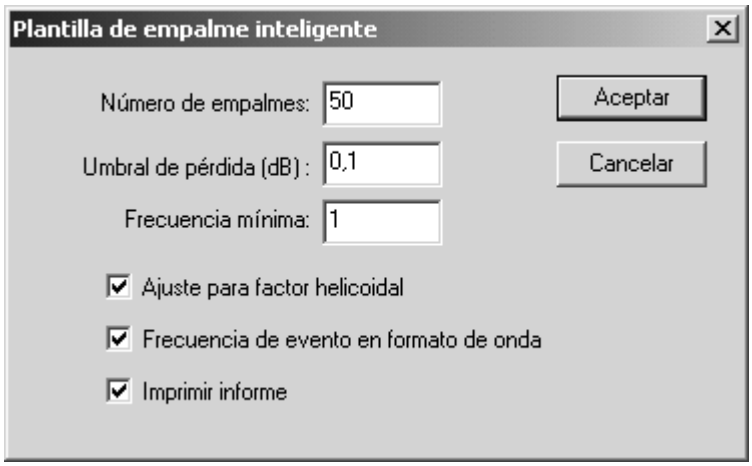

Figura 11-2: Cuadro de diálogo de plantilla de empalme rápida
8. Configure el cuadro de diálogo tal y como se muestra en Figura 11-2.